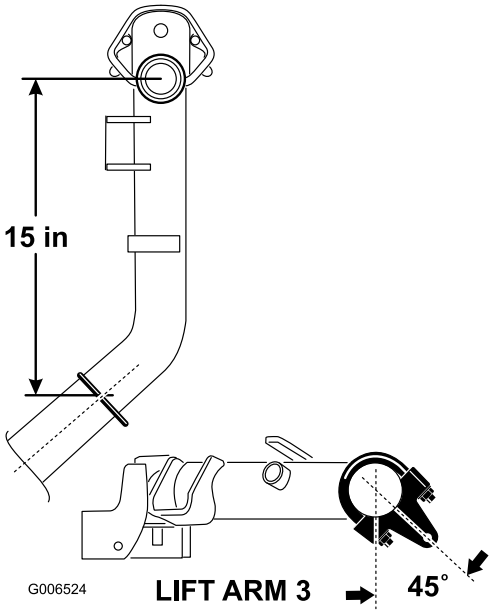

Figura 11
2. Nos braços de elevação nº 2 e nº 3, posicione os suportes e as cavilhas em U 38 cm atrás do centro da articulação (Figura 11). Rode os suportes 45 graus para o lado exterior da máquina.